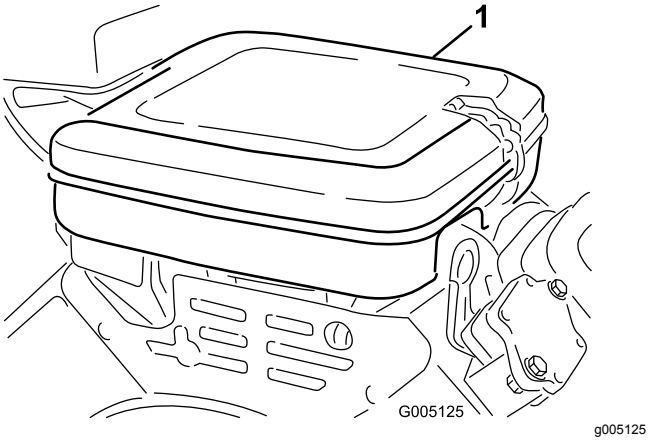

**Figur 44**
1. Lossa på låsklämmorna och ta bort luftrenarkåpan (Figur 44). Rengör kåpan ordentligt.